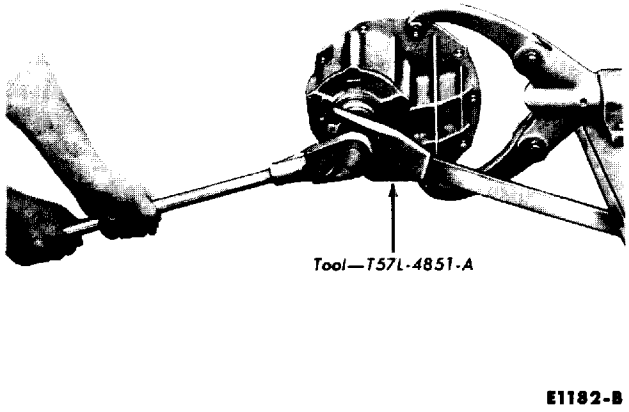
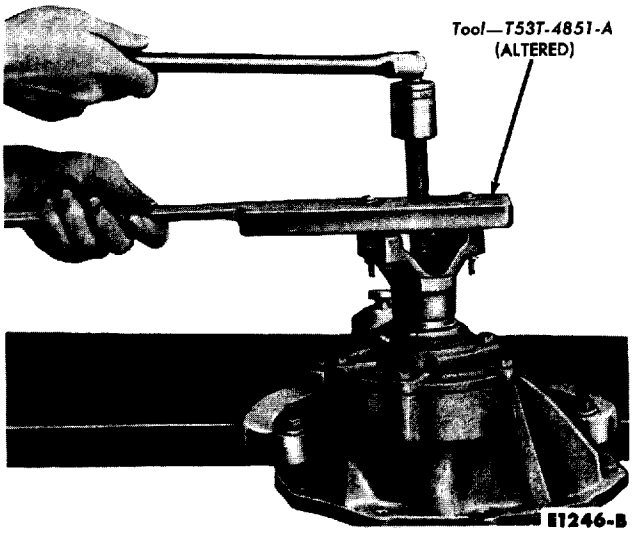

FIG. 9—Pinion Shaft Nut Removal
FIG. 10—U-Joint Flange Removal
3. Hold the flange with the tool shown in Fig. 9, Part 6-2. Remove the pinion nut and the flat washer.
5. Remove the U-joint flange carefully (Fig. 10, Part 6-2) to avoid later misalignment of the drive shaft.
7. Turn the carrier case upright, and remove the pinion shaft nut (Fig. 9). Then remove the U-joint flange (Fig. 10).